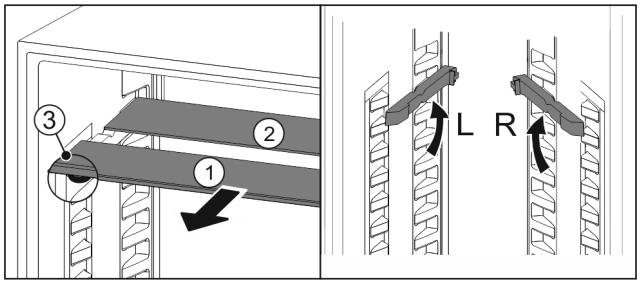

Fig. 19
▶ estrarre i ripiani di vetro singolarmente tirando in avanti *Fig. 19 (1)*.
▷ Il piano in vetro *Fig. 19 (1)* con il motivo ornamentale è nella parte anteriore.
▷ I fermi *Fig. 19 (3)* sono rivolti verso il basso.